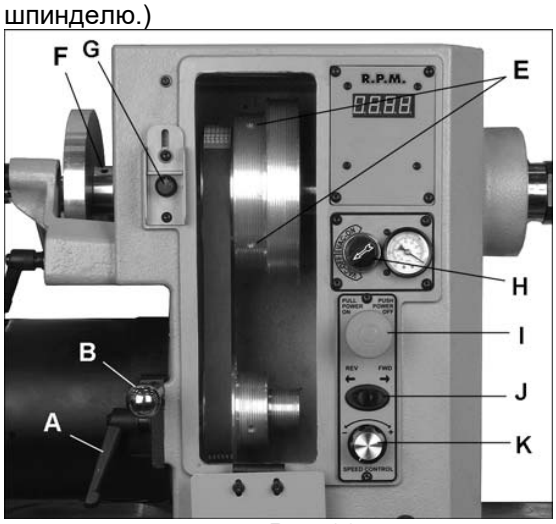

Рис. 33
1. Нажмите кнопку блокировки шпинделя (см. G, Рис. 33) и слегка поверните шпиндель, пока кнопка полностью не утопится. Задвиньте планку на кнопку.
ослабьте два установочных винта на шкиве шпинделя (E, Рис. 33) при помощи шестигранного ключа и передвиньте шкив в нужную позицию. Затяните винты.
См. Рис. 33.
7. При замене шкива шпинделя, ослабьте два установочных винта (E, Рис. 33) и сдвиньте шкив со шпинделя.
10. Установите делительный диск на место и затяните установочные винты (F, Рис. 33).
11. Выровняйте новый шкив (См. раздел 5.14, «Выравнивание ремня и шкивов»), затем крепко закрутите два установочных винта (E, Рис. 33) на шкиве.
См. рис. 33 и 34